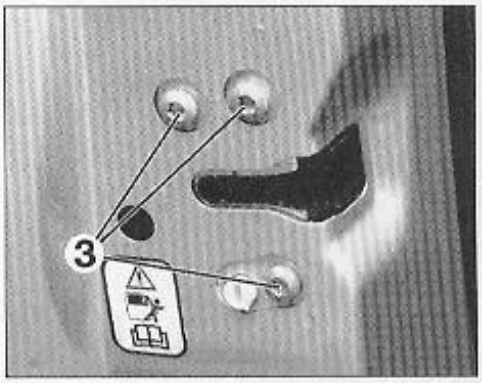

FIG. 52
• Déposer les vis de fixation (3) de la serrure de porte (Fig.52).